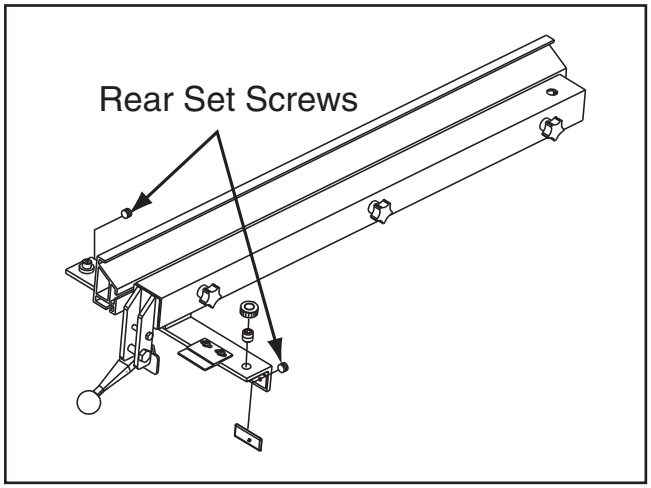

Figure 123. Location of screws used to adjust fence parallelism and clamping pressure.
3. Back out rear set screws until they are just threaded into fence flange (see **Figure 123**).
3. Turn each rear set screw one-sixth of a turn (see **Figure 123** on **Page 70**). Glide pads on fence flange should just touch fence tube.